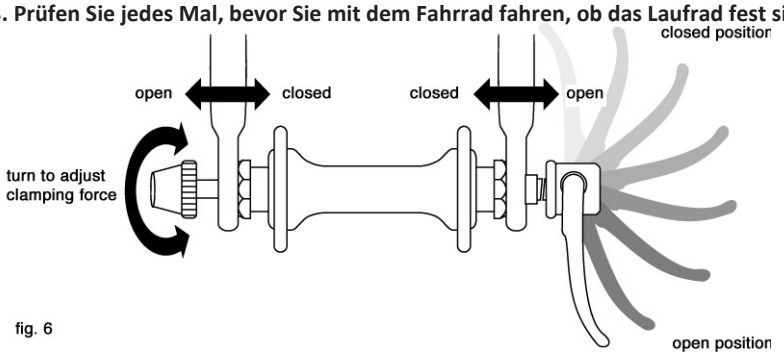
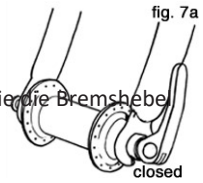

fig. 6
fig. 7a
Der Laufrad-Schnellspanner klemmt das Laufrad mit Hilfe eines Nockens fest (siehe Abb. 6). Da der Schnellspanner einstellbar ist, ist es wichtig, dass Sie verstehen, wie er funktioniert, wie er richtig verwendet wird und wie viel Kraft Sie aufwenden müssen, um das Rad zu sichern.
(1) Wenn Ihr Fahrrad mit Felgenbremsen ausgestattet ist, lösen Sie die Bremshebel Schnellspanner, um den Abstand zwischen dem Reifen und den Bremsbelägen zu öffnen (siehe Abschnitt 4.C Abb.). 11 bis 15).
(2) Bewegen Sie den Schnellspannhebel des Rades aus der verriegelten oder GESCHLOSSENEN Position. in die Stellung OPEN (Abb. 7a & b).
(3) Wenn Ihre Vorderradgabel keine sekundäre Haltevorrichtung hat, fahren Sie mit Schritt (5) fort.
(4) Wenn Ihre Vorderradgabel über eine sekundäre Haltevorrichtung verfügt, lösen Sie diese und fahren Sie mit Schritt (5) fort. Wenn Ihre Vorderradgabel eine integrierte Sekundärsicherung hat lösen Sie die Einstellmutter so weit, dass Sie das Rad abnehmen können; fahren Sie dann mit dem nächsten Schritt fort.
(2) Schieben Sie das Rad mit der Lenkgabel nach vorne zwischen die Gabelzinken, so dass die Achse fest in den Schlitzen sitzt, die an den Spitzen der Gabelblätter - den Ausfallenden der Gabel. Der Schnellspannhebel sollte sich auf der linken Seite des Fahrrads befinden (Abb.7a & b). Wenn Ihr Fahrrad mit einer sekundären Haltevorrichtung ausgestattet ist, bringen Sie diese an.
(3) Halten Sie den Schnellspannhebel mit der rechten Hand in der Position OPEN und ziehen Sie die Einstellmutter mit der linken Hand fest, bis sie handfest am Ausfallende der Gabel anliegt (Abb. 6).
(4) Während Sie das Rad fest bis zum oberen Ende der Schlitze in den Ausfallenden der Gabel drücken und gleichzeitig die Felge in der Gabel zentrieren, bewegen Sie den Schnellspannhebel nach oben und schwenken ihn in die Position GESCHLOSSEN (Abb. 6 & 7a). Der Hebel sollte nun parallel zur Gabelzinke und zum Rad hin gebogen sein. Um eine ausreichende Klemmkraft aufzubringen, sollten Sie die Gabelklinge mit den Fingern umschließen müssen, um eine Hebelwirkung zu erzielen, und der Hebel sollte einen deutlichen Abdruck in Ihrer Handfläche hinterlassen.
(1) Vergewissern Sie sich, dass sich das Schaltwerk noch in der äußersten Position, dem höchsten Gang, befindet.
(2) Ziehen Sie das Schaltwerkgehäuse mit der rechten Hand zurück.
(3) Bringen Sie den Schnellspannhebel in die Position OPEN (siehe Abb. 6). Der Hebel sollte sich auf der Seite des Rades befinden, die dem Schaltwerk und dem Freilauf gegenüberliegt.
(4) Legen Sie die Kette auf das kleinste Ritzel des Freilaufs. Setzen Sie dann das Rad in die Ausfallenden des Rahmens ein und ziehen Sie es bis zum Anschlag in die Ausfallenden.
(5) Ziehen Sie die Schnellspanner-Einstellmutter an, bis sie handfest am Ausfallende des Rahmens anliegt; schwenken Sie dann den Hebel in Richtung der Vorderseite des Fahrrads, bis er parallel zur Ketten- oder Sitzstrebe des Rahmens verläuft und zum Rad hin gebogen ist (Abb. 7a & Abb. 8). Um eine ausreichende Klemmkraft aufzubringen, sollten Sie Ihre Finger um ein Rahmenrohr wickeln müssen, um eine Hebelwirkung zu erzielen, und der Hebel sollte einen deutlichen Abdruck in Ihrer Handfläche hinterlassen Ihrer Hand.
Der Schnellspanner für die Sattelstütze funktioniert genau wie der Radschnellspanner (Abschnitt 4.A.1). Während ein Schnellspanner wie eine lange Schraube mit einem Hebel an einem Ende und einer Mutter am anderen aussieht, wird die Sattelstütze beim Schnellspanner über einen Nocken fest eingespannt (siehe Abb. 6).